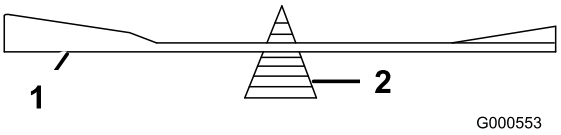

Bild 78
2. Prüfen Sie die Auswuchtung des Schnittmessers auf einer Ausgleichsmaschine (Bild 78).